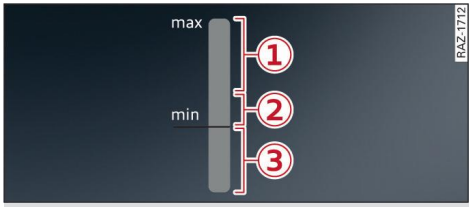

Fig. 142 Centre display: Checking engine oil level
Areas of the oil level display ⇨ *Fig. 142*. Please refer to ⇨ ⓘ.
– The engine oil level must not be in area ③ ⇨ *Fig. 142* – risk of engine damage!
– The oil level must not be above the "max" level after topping up the engine oil ⇨ *Fig. 142* – risk of engine damage or damage to the catalytic converter! If the indicator lamp lights up and a corresponding message appears, drive to a qualified workshop without delay to have the excess oil extracted if necessary. Avoid high engine speeds, full acceleration and heavy engine loads.
– Applies to vehicles with diesel engine: If the oil level is above the "max" mark ⇨ *Fig. 142*, the indicator lamp lights up and a corresponding message is shown, the engine oil level must not be corrected by extracting oil – risk of engine damage! The engine oil must be changed ⇨ *page 301, Driver messages about the engine oil system*.